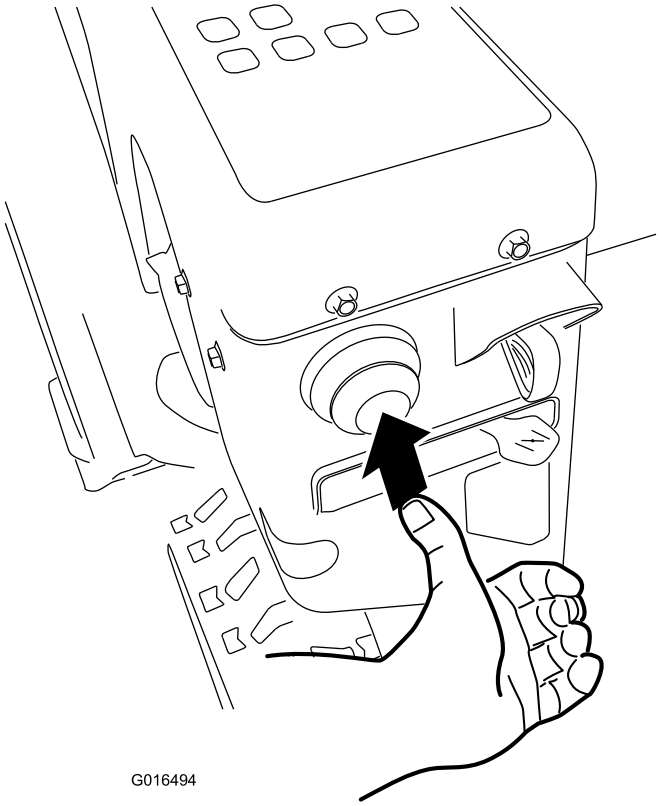

Rysunek 28
4. Dokładnie docisnąć pompkę za pomocą kciuka (patrz tabela poniżej), za każdym razem przytrzymując pompkę przez 1 sekundę przed jej zwolnieniem (Rysunek 28).